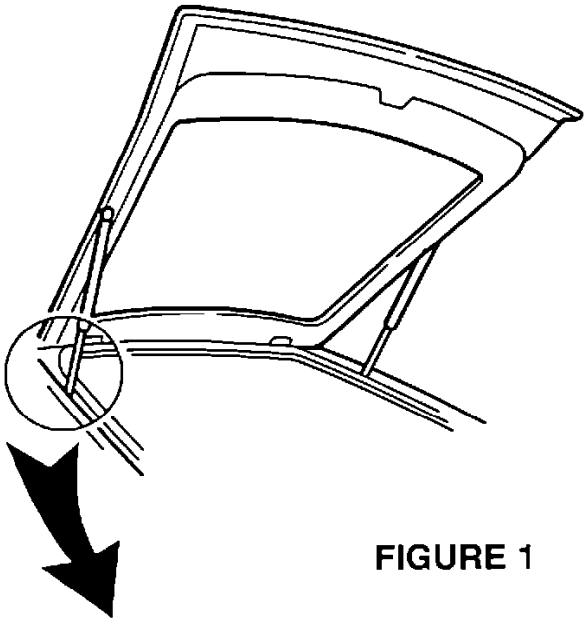

FIGURE 1
1. Open the liftgate. Figure 1.